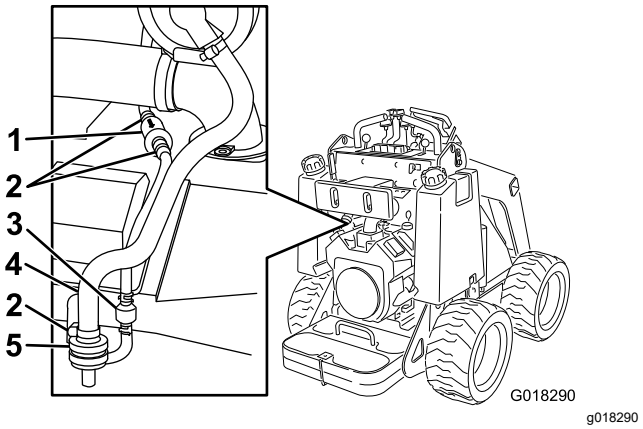

Rysunek 22
3. Zwolnij zacisk przewodu nad filtrem powietrza węglowego pochłaniacza oparów (Rysunek 22).
4. Usuń i wyrzuć filtr powietrza (Rysunek 22).
5. Należy zamocować nowy filtr w przewodzie i zabezpieczyć go za pomocą obejmy (Rysunek 22).
3. Odsuń sprężynowe obejmy przewodu po obu stronach filtra systemu oczyszczania węglowego pochłaniacza oparów od filtra (Rysunek 22).
4. Usuń i wyrzuć filtr systemu oczyszczania węglowego pochłaniacza oparów (Rysunek 22).
5. Zamocuj nowy filtr w przewodzie, pamiętając o tym, aby strzałka na filtrze wskazywała na zawór zwrotny i zabezpiecz go za pomocą obejm (Rysunek 22).